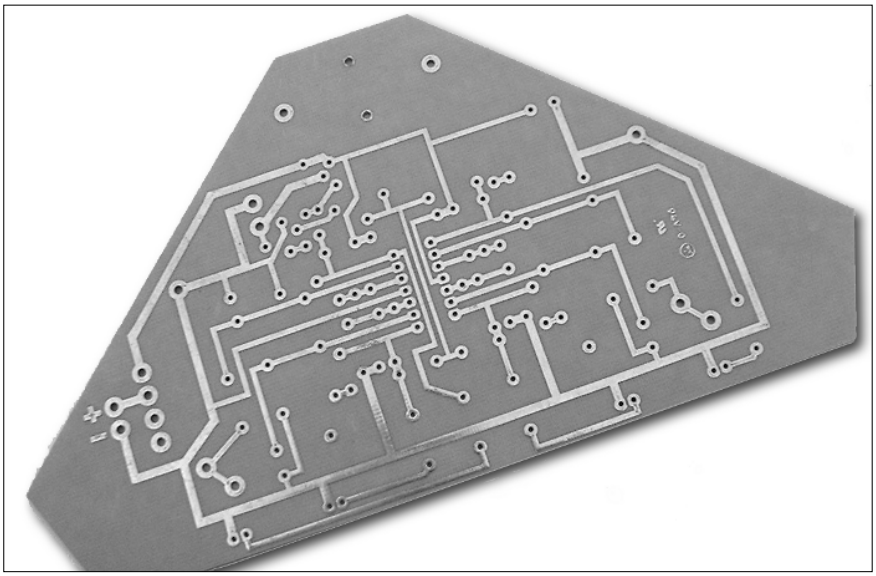

Figure 12-2: Finished PCBs use pads for soldering on components and traces in place of wiring.
- **Traces:** These wires of the circuit board run between the pads to electrically connect the components together. See Figure 12-2 for an example of traces.